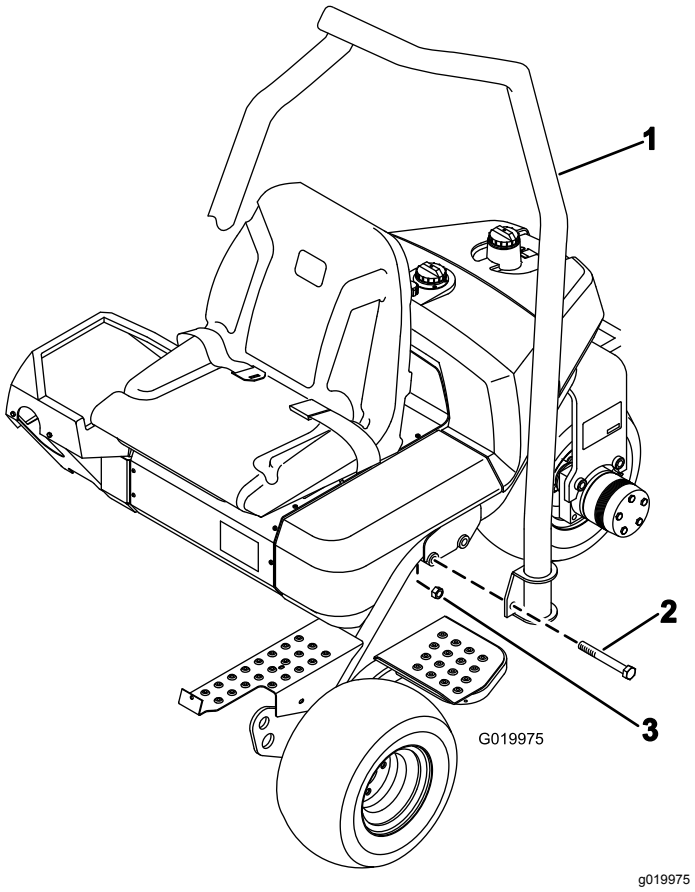

**Rysunek 7**
1. Ustaw pałąk ROPS tak, aby górna część jego rury była wygięta w kierunku przodu maszyny (Rysunek 7).
2. Opuść konstrukcję ROPS na ramę, ustawiając ją równo z otworami montażowymi (Rysunek 7).
3. Zamocuj każdą stronę pałąka ROPS do ramy używając 2 śrub (5/8 x 4 1/2 cala) i nakrętek zabezpieczających w sposób podany na Rysunek 7. Dokręć z momentem od 183 do 223 N·m.